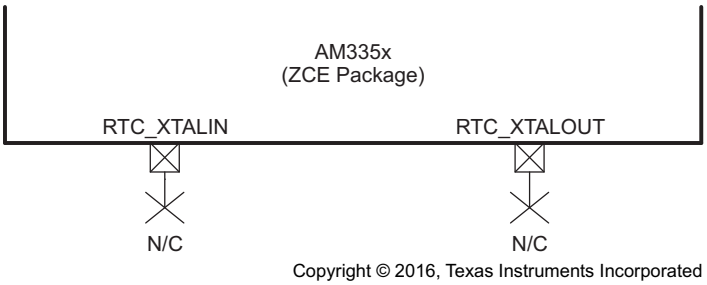
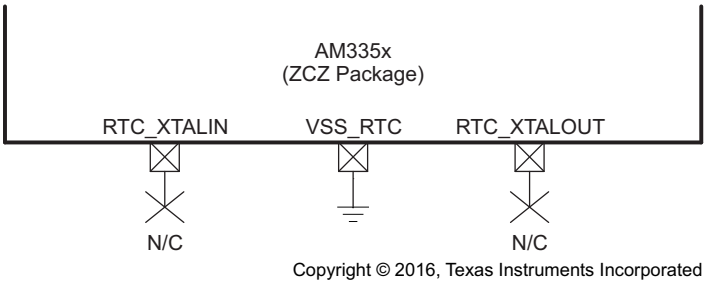

Figure 6-17. OSC1 (ZCE Package) Not Used Schematic
Figure 6-18. OSC1 (ZCZ Package) Not Used Schematic
(1) Initial accuracy, temperature drift, and aging effects should be combined when evaluating a reference clock for this requirement.
Figure 6-17 shows the recommended oscillator connections when OSC1 of the ZCE package is not used and Figure 6-18 shows the recommended oscillator connections when OSC1 of the ZCZ package is not used. An internal 10 kΩ pullup on the RTC_XTALIN terminal is turned on when OSC1 is disabled to prevent this input from floating to an invalid logic level which may increase leakage current through the oscillator input buffer. OSC1 is disabled by default after power is applied. Therefore, both RTC_XTALIN and RTC_XTALOUT terminals should be a no connect (NC) when OSC1 is not used.